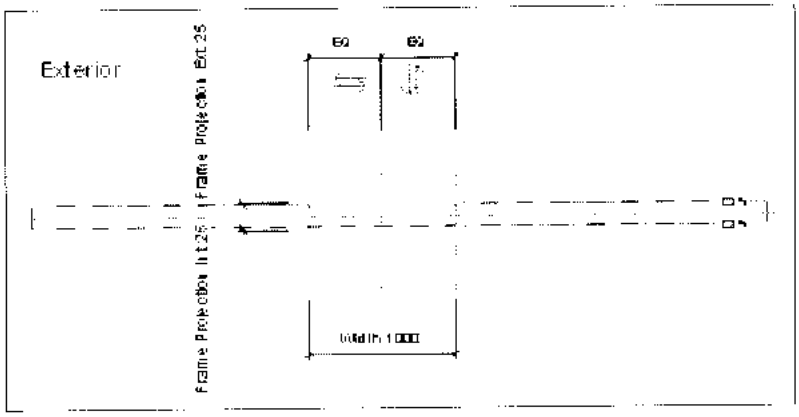

Рис. 18.22. *Шаблон семейства дверей (вид плана Ref.Plane)*
1. Открыть Редактор семейств с шаблоном дверей *Metric Doors.rft* (рис. 18.22).